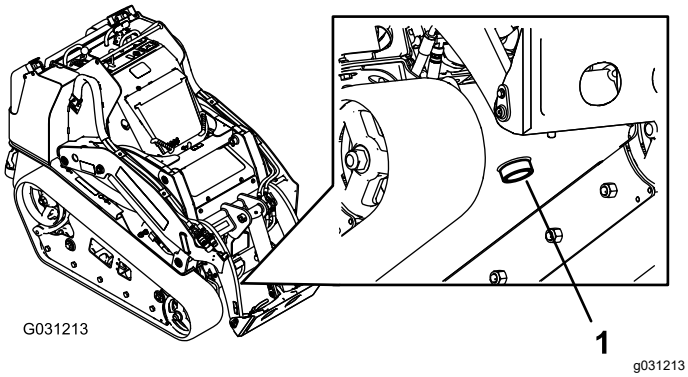

Figuur 74
7. Plaats een grote opvangbak geschikt voor 57 liter onder de aftapplug aan de voorzijde van de machine (Figuur 74).
8. Verwijder de aftapplug zodat de olie in de opvangbak kan lopen (Figuur 74).